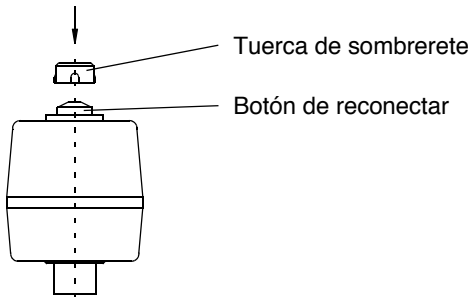

Figura 5.1 Termostato de seguridad
* Pulsar el botón de reconectar (véase la flecha Figura 5.1) hasta el interruptor micro es desbloqueado.